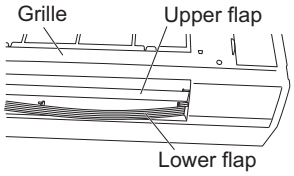

Fig. 2-252
(5) Remove the lower flap by disengaging 4 pins of the lower flap in order. (Figs. 2-252 and 2-253)